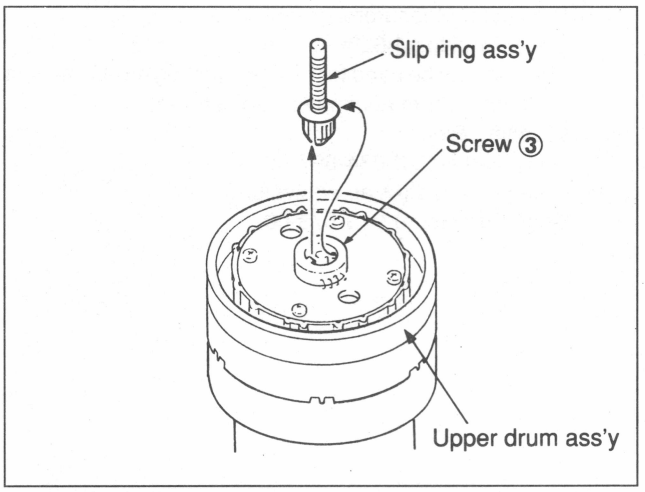

Fig. 7-2-2 Slip Ring Ass'y Removal
2. Slip Ring Ass'y Removal (Refer to Fig. 7-2-2.)